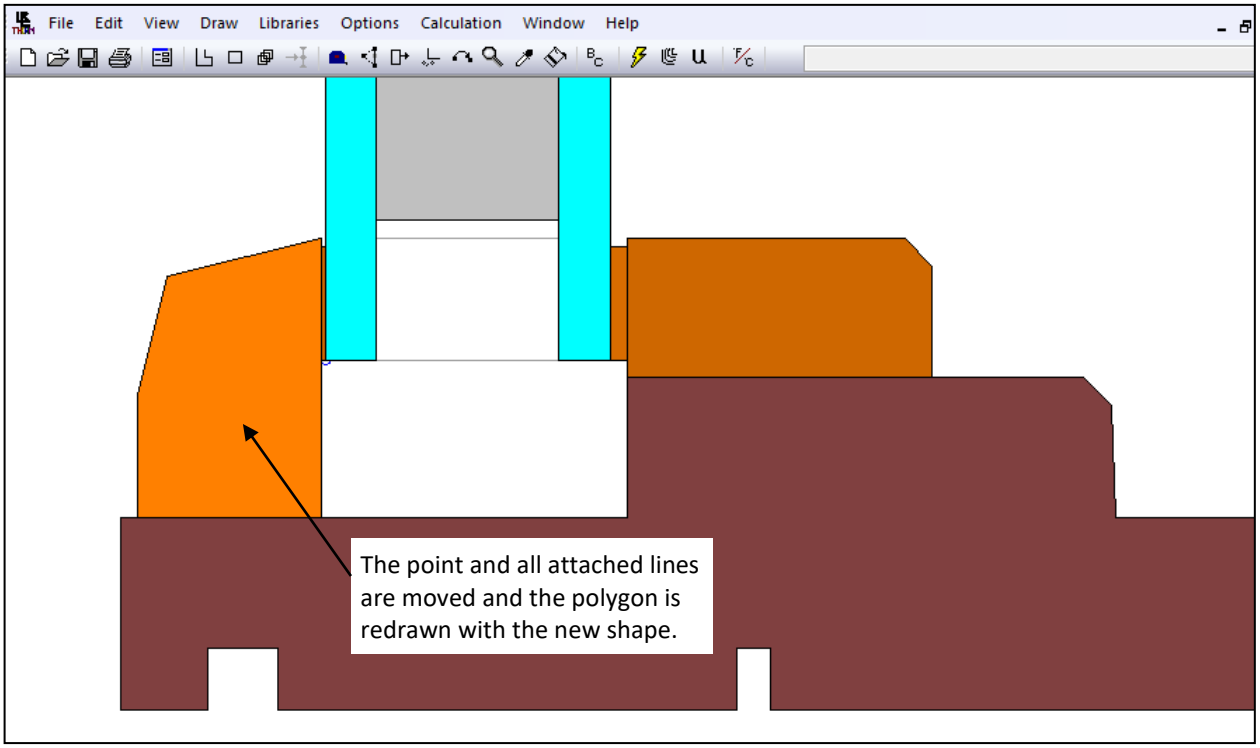

Figure 10-37. THERM will move the point and the lines attached to that point and redraw the cross section with the new geometry.
- The point and attached lines are moved, and the polygon is redrawn, as shown in Figure 10-37.